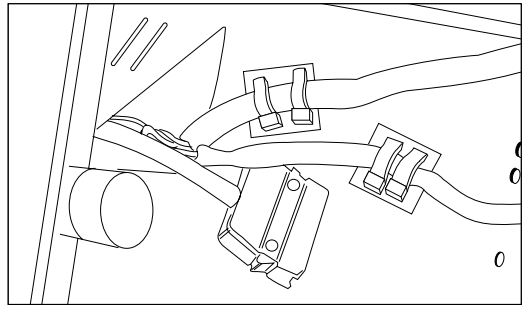

Figure 3-13. IBM 3653 Cable
4. From the bottom of the register, slide the cable retaining clips until the cables are free. From inside the register, pass the LL 500 cable (single end) through the power cable hole. See *Figure 3-13*.